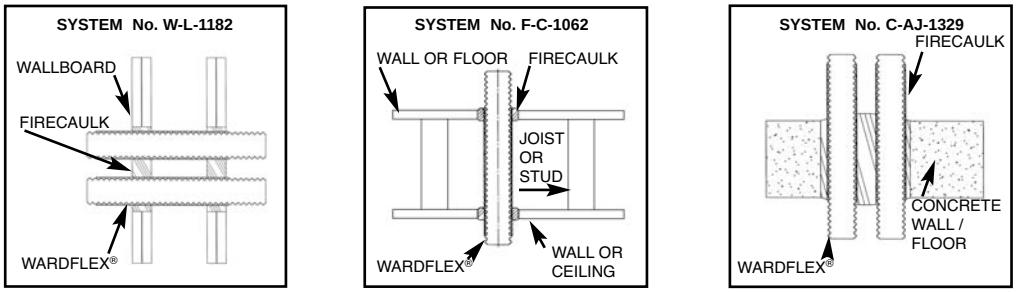

Figure 4.13
4.4.4 FIRE STOPS • If the tubing passes through a fire stop seal both ends (See Figure 4.13).